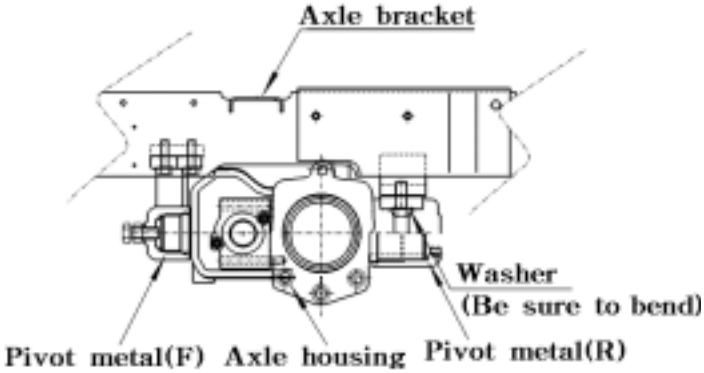

Fig.6-7
-The shim of the roll bush should reach position as shown Fig.6-7.In other words the seam should be in a position which is free from any load.